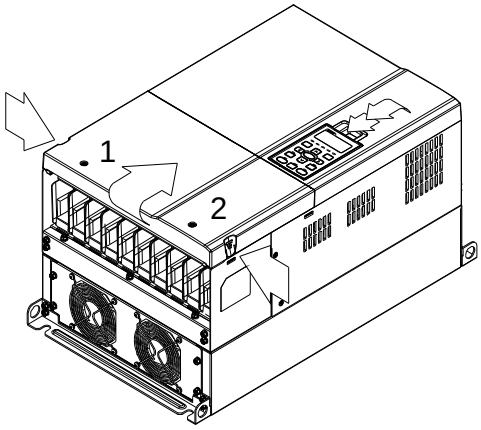

Figura 1
1. (Figura 1) Afloje el tornillo 1 y tornillo 2, y presione en el lado derecho y lado izquierdo para extraer la tapa. Siga la dirección que indican las flechas. Presione en la parte superior del teclado digital KPC-CE01 para extraer correctamente el teclado. Par de apriete del tornillo: 10~12kg-cm (8,6~10,4in-lbf).